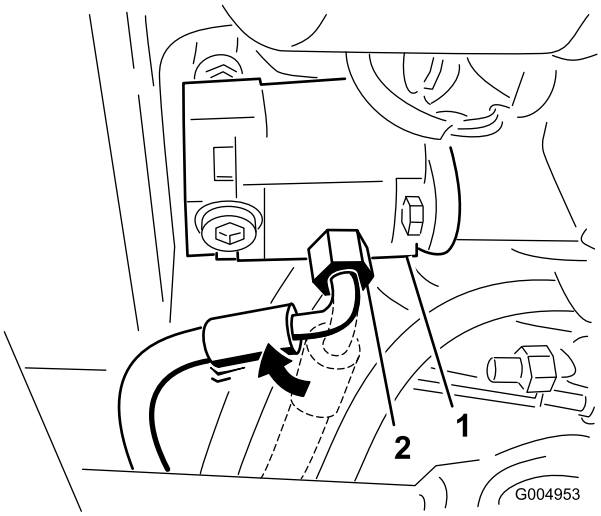

Figur 103
25. Løsn trykslangefittingen ved pumpen og roter fittingen 45 grader mod maskinens front (Figur 103).
Bemærk: Figur 103 vises, som det ser ud under traktionsenheden.